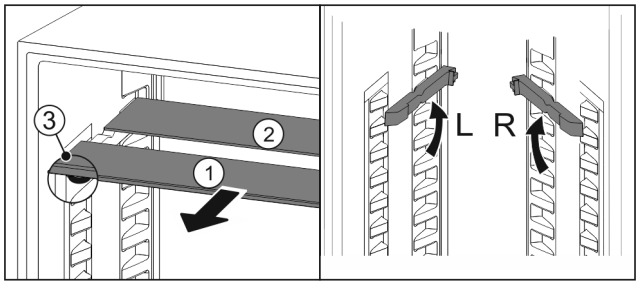

*Fig. 19*
▶ Pull the glass panels out *Fig. 19 (1)* from the front, one at a time.
▷ The glass panel *Fig. 19 (1)* and trim strip are at the front.
▷ The stops *Fig. 19 (3)* point down.